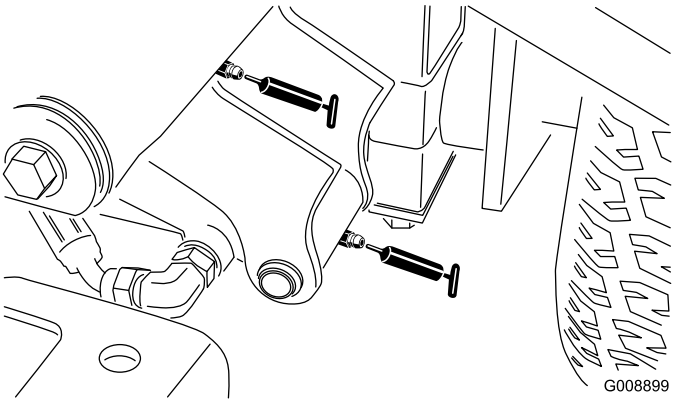

**Figur 36**
- Främre vänster lyftarmstapp och lyftcylinder (2) (Figur 36)